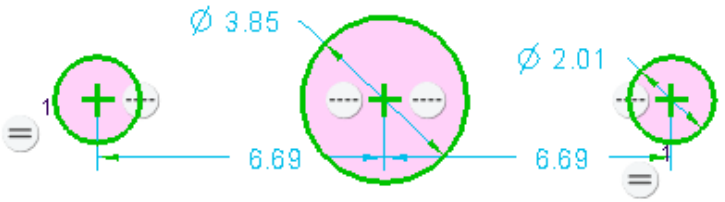

Figure 3-37 *Three circles with weak dimensions and constraints*
1. Choose the **Center and Point** tool from the **Circle** drop-down. Draw the circles in a horizontal line, as shown in Figure 3-37.